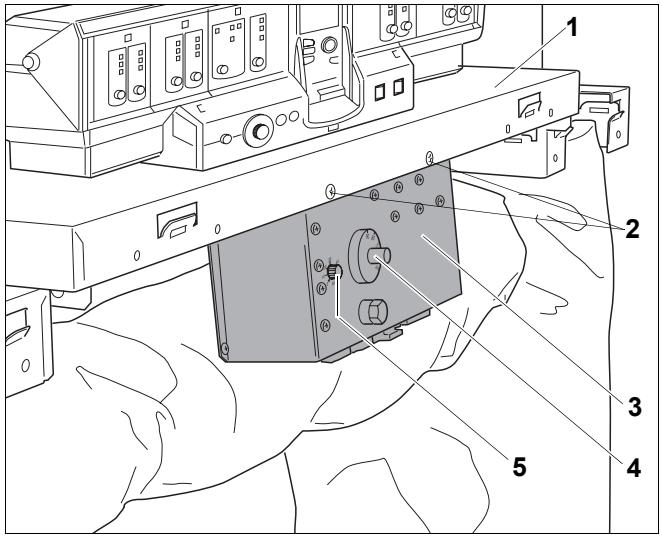

Rys. 66 Sterownik dodatkowy HT3101E
- Zamocować dodatkowy sterownik (rys. 66, **poz. 3**) z przodu przedniej pokrywy kotła (rys. 66, **poz. 1**) dwoma śrubami z łbem płaskim 3,9 × 9,5 (rys. 66, **poz. 2**) i podkładkami zębatymi do uziemienia.
- Nastawić regulator temperatury (rys. 66, **poz. 4**) na żądaną temperaturę.
- Ustawić czas (rys. 66, **poz. 5**), po którym zamyka się zawór dławiący następnego bloku po wyłączeniu tego bloku (ok. 30 min.).